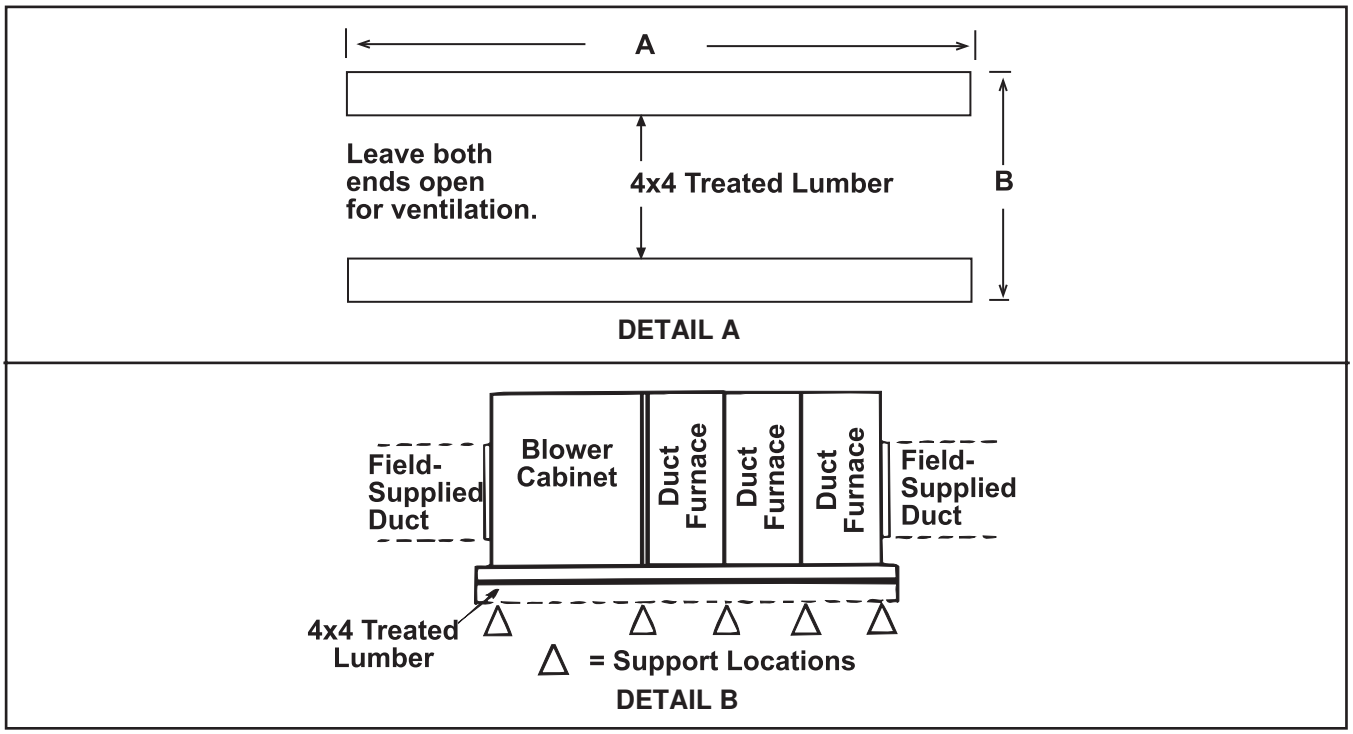

Figure 3. Field-Supplied Support Assembly (Refer to Table 7)
- **The field-supplied, cross-support structure must be adequate for the weight of the system. Cross-supports should run the entire width of the system to support the rails at the recommended locations (see Figure 3, DETAIL A).**
1. Cut treated 4 × 4 wooden rails for length in accordance with dimension A (see **Figure 3**, DETAIL A).
2. Space rails in accordance with dimension B (see **Figure 3**, DETAIL A) so that curb cap skirt fits over edge of boards with rails sitting inside horizontal length of curb cap. If rails are being laid directly on roof, position them as shown in **Figure 3**, DETAIL A).
3. If rails are not being placed directly on surface, install cross-supports underneath rails at ends of unit and at all cabinet joints (see **Figure 3**, DETAIL B).